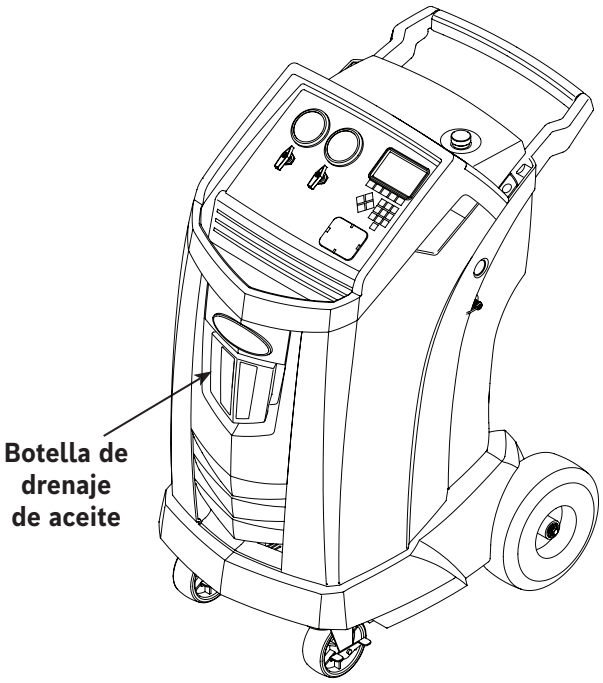

Figura 3
1. Vacíe la botella de drenaje de aceite antes de comenzar una recuperación. Para retirar la botella de drenaje de aceite de la máquina, tire de la botella hacia abajo (no haga movimientos de giro ni de inclinación). Vuelva a instalar la botella de drenaje de aceite. Consulte la Figura 3.